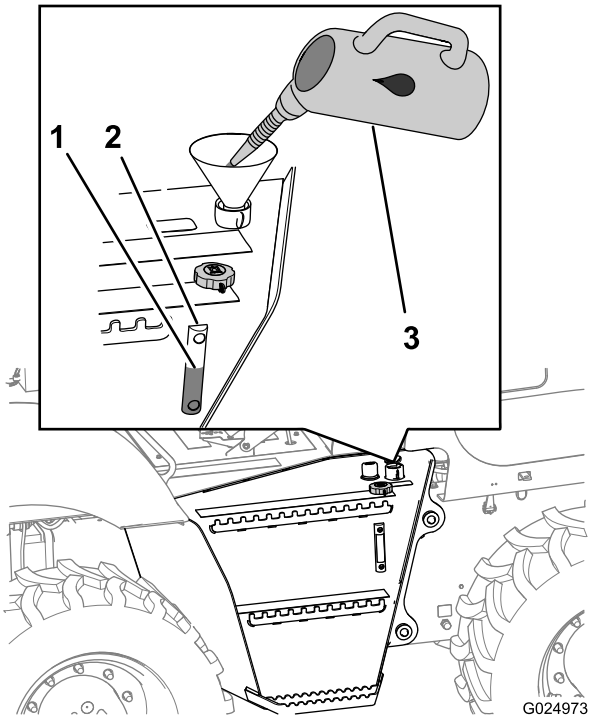

Figure 108
1. Fill the hydraulic-fluid reservoir with the specified hydraulic fluid until the fluid level is at the midpoint of the sight gauge (Figure 108).
3. Install the fill cap (Figure 108).